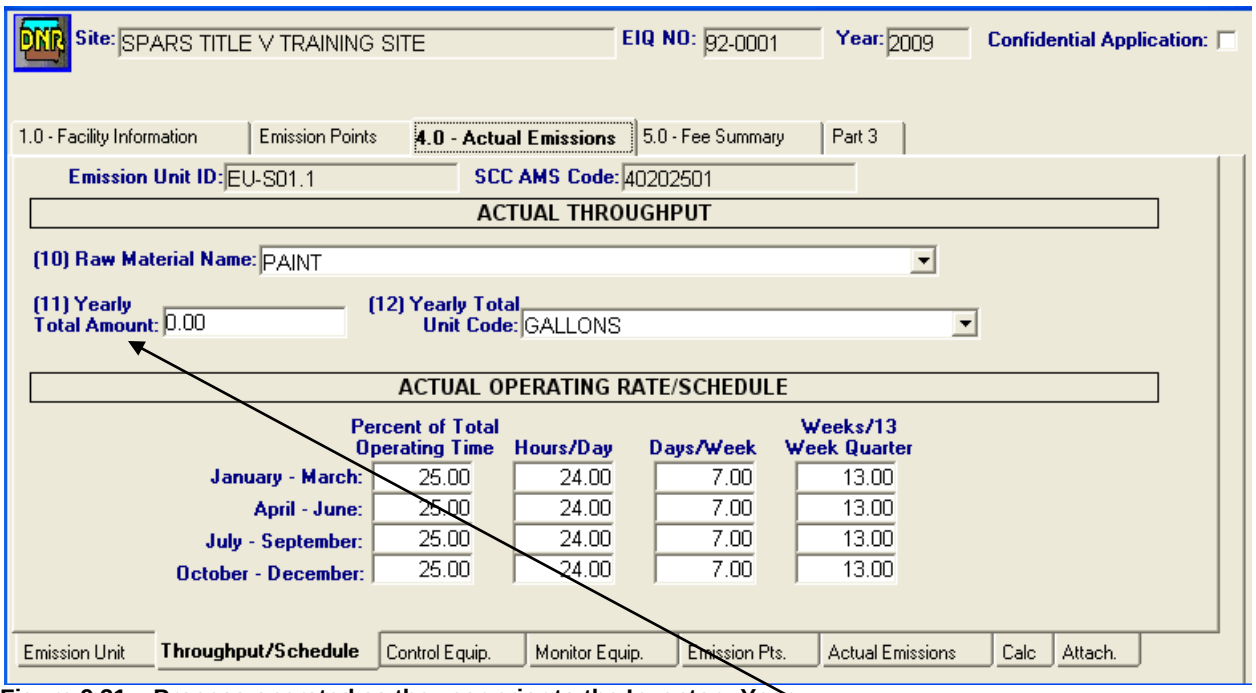

Figure 9.31 – Process operated as the year prior to the Inventory Year.
- ✓ If the process operated during the Inventory Year as it did during the year prior to the Inventory Year, enter the **Yearly Total Amount** on the **Throughput/Schedule** sub tab. See Figure 9.31.